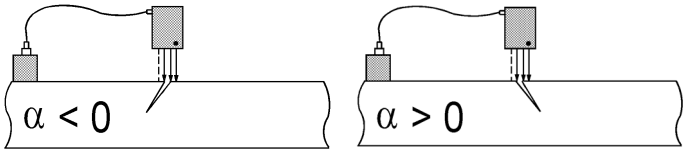

Abbildung 13: Zusammenhang zwischen Winkelvorzeichen und Rissrichtung
- Auf der Anzeige erscheint jetzt der sich aus den vorherigen vier Messschritten ergebende Winkel α. Winkel mit positivem Vorzeichen laufen vom Haftmagneten weg, Winkel mit negativem Vorzeichen haben eine Winkelausrichtung zum Haftmagnet hin (siehe Abbildung 13).